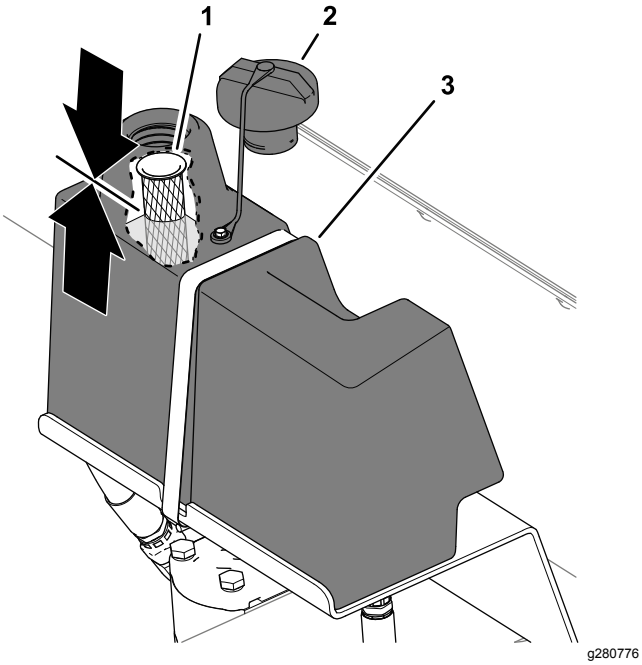

Figur 35
2. Rengjør rundt påfyllingshalsen og lokket på den hydrauliske tanken, og fjern lokket (Figur 35).
Oljenivået bør være halvveis opp på skjermen i påfyllingshalsen (Figur 35).
5. Sett på hydraulikktanklokket (Figur 35).
5. Rengjør rundt påfyllingshalsen og lokket på hydraulikktanken, og fjern lokket. Se Figur 35 i Kontrollere nivået på hydraulisk olje (side 27).
8. Monter hydraulikktanklokket. Se Figur 35 i Kontrollere nivået på hydraulisk olje (side 27).